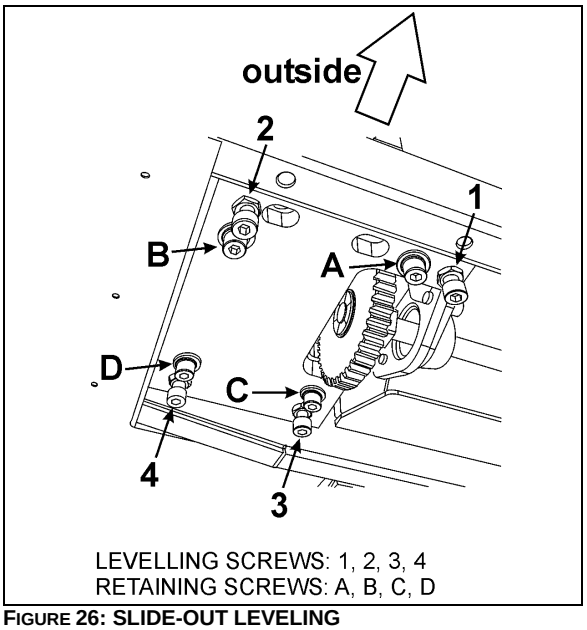
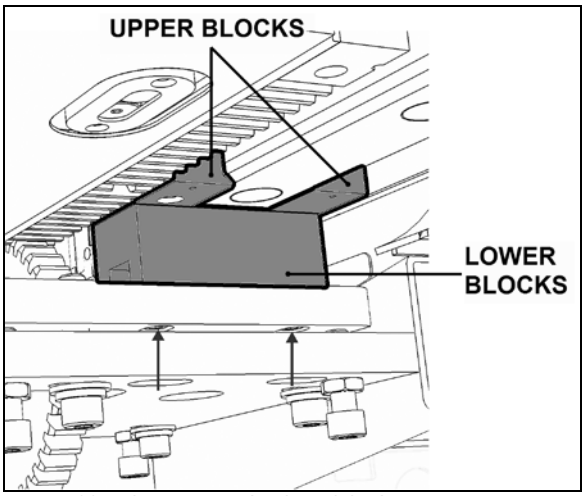

**FIGURE 26: SLIDE-OUT LEVELING**
**FIGURE 29: ACETAL PLASTIC BLOCKS**
4. From the mechanism access panel, remove the retaining screws A, B, C & D (see Figure 26).
Leveling of the slide-out is done by changing the linear bearing support plate height using the leveling screws 1, 2, 3, 4 (Figure 26). When proper level is attained, the retaining screws A, B, C & D maintain the support plate seated on the leveling screws. Also, the retaining screws prevent the slide-out from tipping inside the vehicle when it is retracted.
The slide-out is slightly tilted. When retracting, the upper "in limit" stoppers touch first the vehicle structure, followed by the lower "in limit" stoppers. Tilt adjustment is done by changing the linear bearing support plate inclination using the leveling screws 1 & 2 as pivot and 3 to adjust the angle (Figure 26).
2. From under the support plate, remove the acetal plastic block mounting screws (see the oblong holes on Figure 26 and arrows, Figure 29).